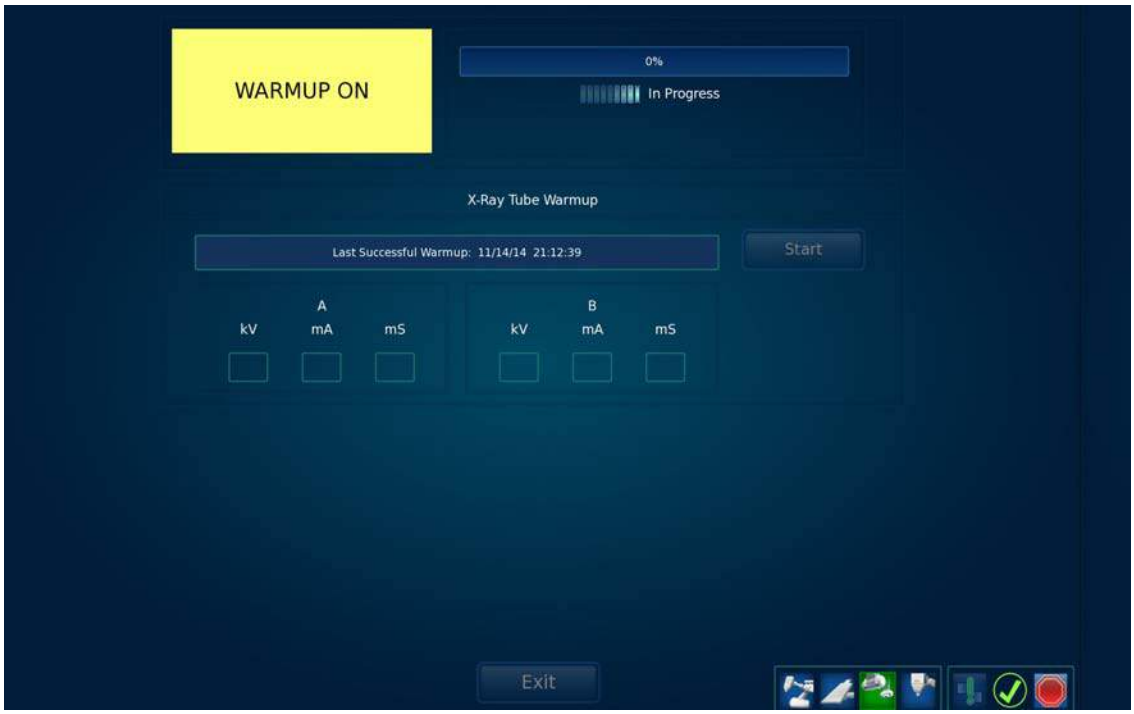

Figura 14 Tela X-ray Tube Warmup (Aquecimento do Tubo de Raios X) indicando "In Progress" (Em andamento)
3. Clique no botão **Start** (Iniciar). O texto ***IN PROGRESS*** (EM ANDAMENTO) é exibido abaixo da barra amarela de andamento e a caixa no canto superior esquerdo pisca na cor vermelha, exibindo o texto ***WARMUP ON*** (AQUECIMENTO LIGADO). Conforme são obtidas as imagens, as configurações de raios X dos detectores de imagens de raios X (Câmera A e Câmera B) são apresentadas em 6 campos de texto localizados na seção ***X-Ray Tube Warmup*** (Aquecimento do Tubo de Raios X) (consulte Figura 14).